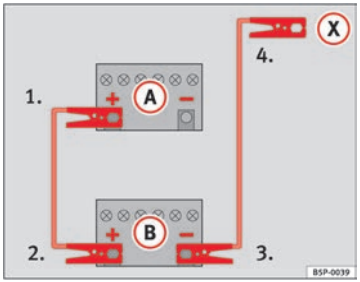

Fig. 150 How to connect the jump leads
⇒ fig. 150 (A) shows the flat battery and (B) the charged battery.
1. Connect one end of the red jump lead to the positive ⇒ fig. 150 (+) terminal of the vehicle with the flat battery ⇒ ⚠.
4. Connect the other end of the black jump lead (X) to a solid metal component which is bolted on to the engine block, or onto the engine block itself of the vehicle with the flat battery. Do not connect it to a point near the battery ⇒ ⚠. In vehicles with the battery under the spare wheel, the black emergency cable must be connected directly to a solid metal part in the luggage compartment. It should never be connected directly to the negative terminal on the battery.